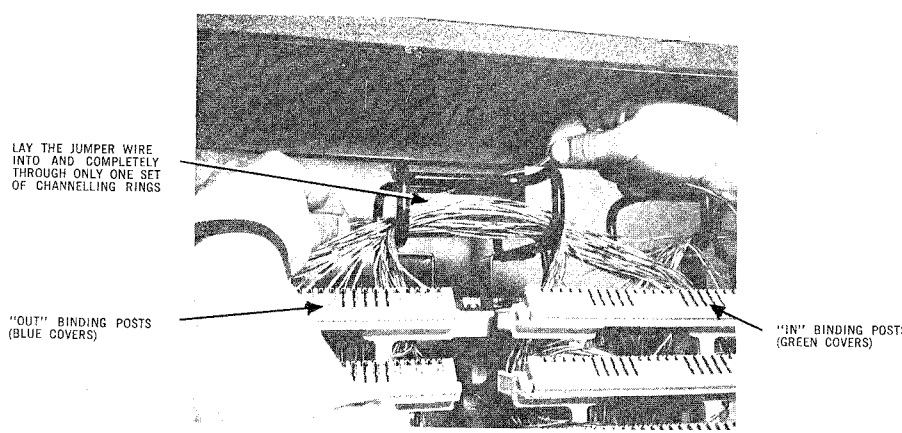

Fig. 10
4.06 Route the jumper wire from the "OUT" binding posts (blue covers) up the wiring channel. ***LAY THE WIRE INTO, AND COMPLETELY THROUGH, ONLY ONE SET OF JUMPER WIRE CHANNELING RINGS*** on top of the terminating frame, as shown in Fig. 10. Continue the jumper wire down the wiring channel of the "IN" binding posts (green covers) to the desired location and terminate as outlined in Para. 4.01 to 4.06.